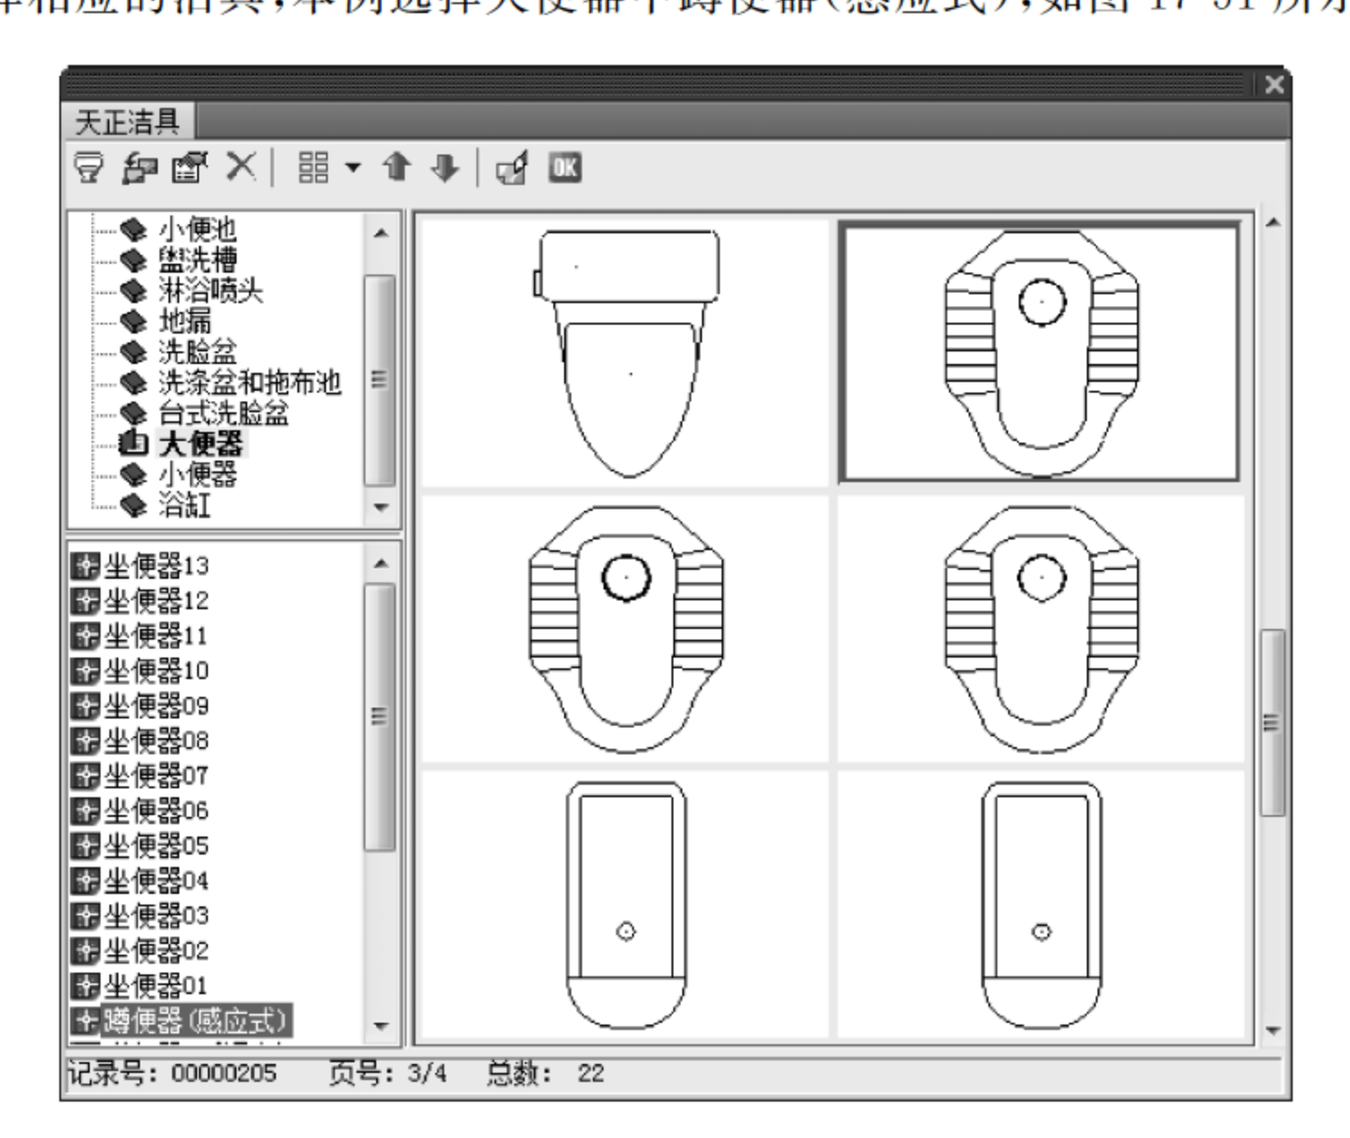

图 17-51 “天正洁具”对话框
(1) 单击菜单中的“房间屋顶”→“房间布置”→“布置洁具”命令，在“天正洁具”对话框中选择相应的洁具，本例选择大便器中蹲便器(感应式)，如图 17-51 所示。